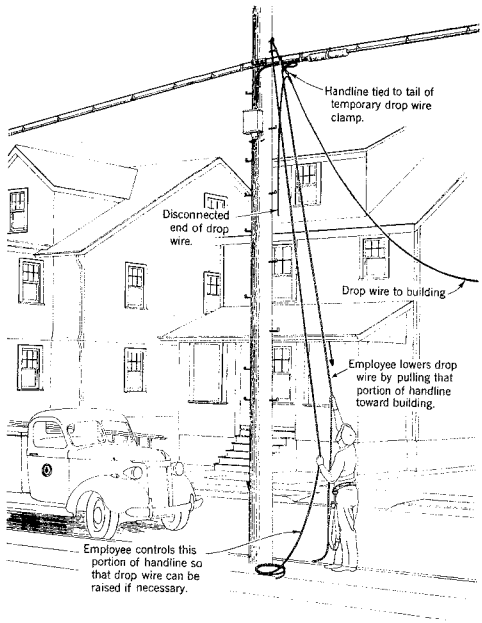

Fig. 1 – Lowering Drop Wire
(3) Disconnect the drop wire from the terminal and remove the free end from the wiring rings on the pole.
(4) Place a temporary drop wire clamp on the wire to be lowered, about one foot out in the span. Seat the clamp firmly on the wire.
(5) Tie a loop of the handline to the tail of the temporary drop wire clamp so that the lashed end of the handline is sufficiently taut to remove tension from the original drop wire clamp.
(6) Remove the original drop wire clamp from the wire span, thus leaving the wire supported by the temporary drop wire clamp and the lashed handline.
(7) Return to the ground. Untie the handline from the base of the pole and, when no vehicles or pedestrians are approaching, lower the drop wire to the ground by pulling that portion of the handline toward the building. The portion of the handline on the opposite side of the strand should pass through the employee's hand as shown in Fig. 1 in order that he may be able to pull the handline in either direction to work the drop wire among the branches of a tree or to raise the wire quickly if necessary.
(8) After the wire has been lowered to the street or highway, remove the temporary drop wire clamp from the wire, tie the handline to the base of the pole, and remove the wire from the street or highway.